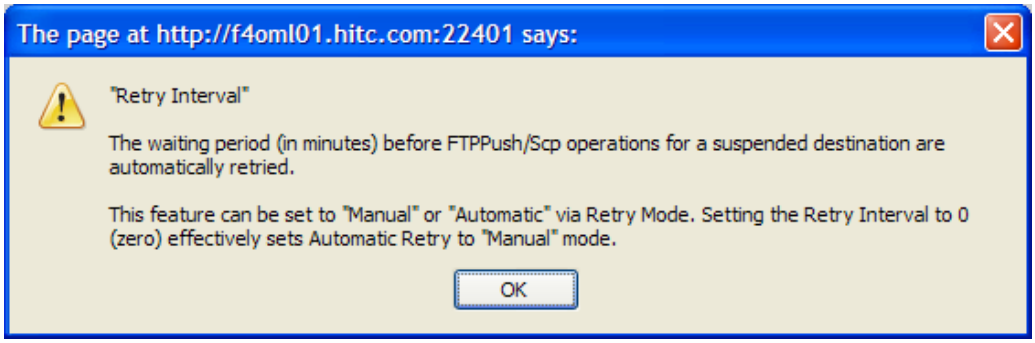

Figure 15.10-10. Context-Sensitive Help for Retry Interval Parameter
- The parameter description dialog box displays (Figure 15.10-10).